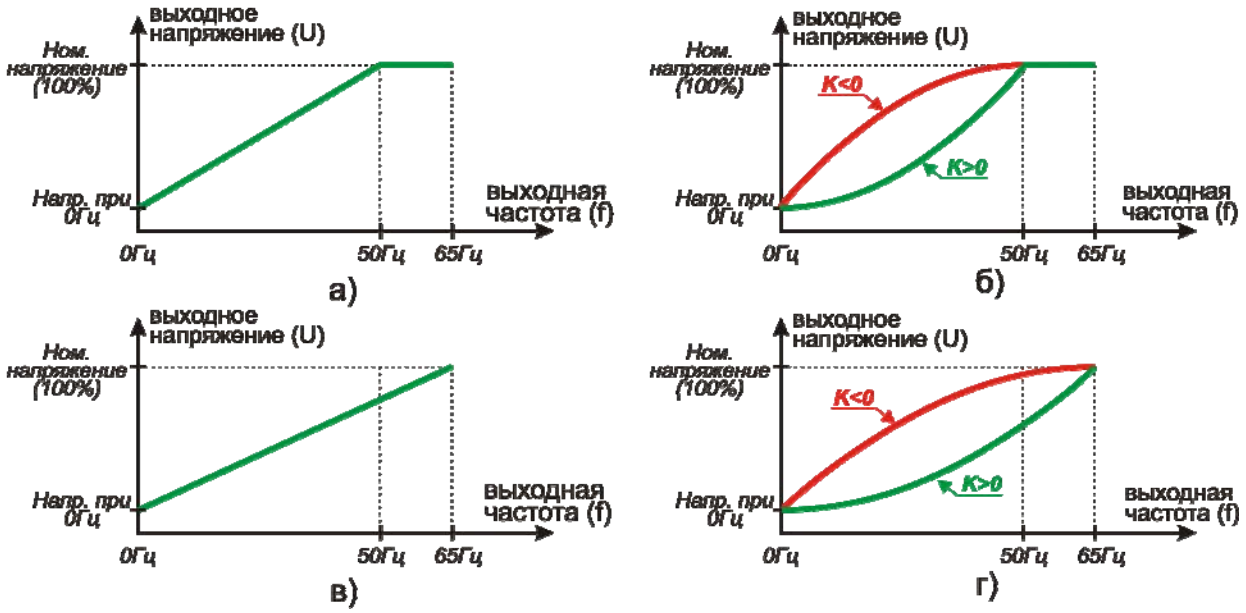

Рисунок 3.7.5 – Характеристики U/f:
- ➲ *линейная* - обеспечивается линейное соотношение между частотой и напряжением (см. рисунок 3.7.5 а, в). Характеристика используется в механизмах с постоянным моментом нагрузки на валу (т.е. не зависящим от скорости рабочего органа).
- ➲ *квадратичная* - напряжение двигателя изменяется по квадратичной зависимости по мере возрастания частоты от 0 Гц до номинальной частоты двигателя (см. рисунок 3.7.5 б, г). Характеристика используется в механизмах с моментом нагрузки, зависящим от скорости.